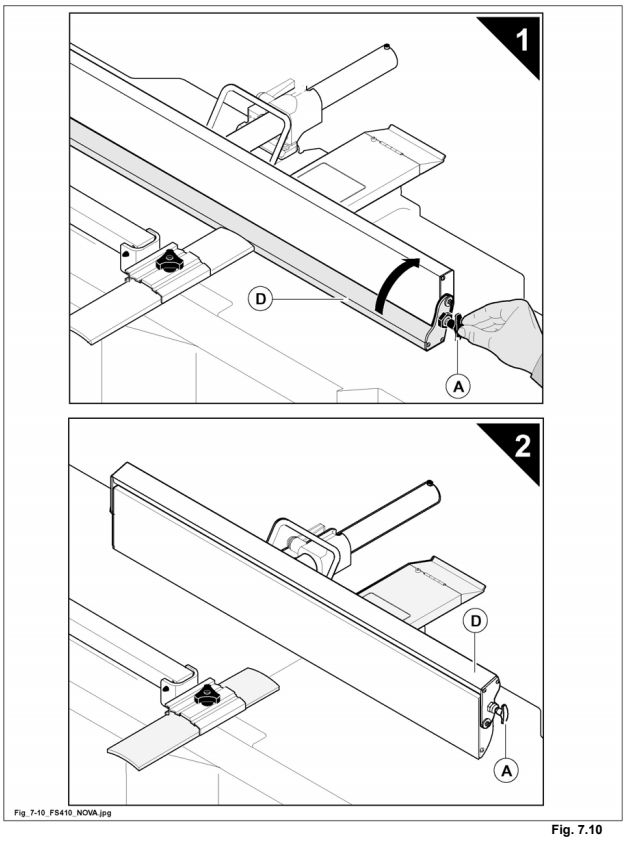

Fig. 7.10
- Per utilizzare la guida aggiunta (D fig. 7.10), tirare il pomellino (A fig. 7.10) e ruotarla, portandola in posizione davanti la guida principale (1 fig. 7.10).
- Per escluderla, tenere tirato il pomellino (A fig. 7.10) e ruotarla fino a portarla nella posizione (2 fig. 7.10) (si blocca automaticamente).